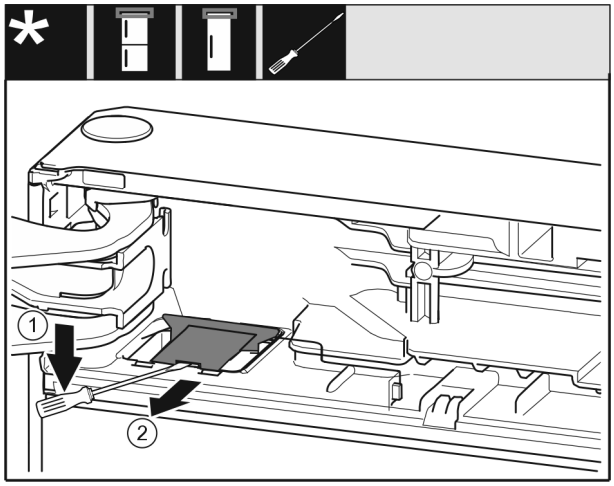

Fig. 12
▶ Atbrīvojiet pārsegu *Fig. 12 (1)* ar plakano skrūvgriezi.
▶ Izņemiet pārsegu *Fig. 12 (2)*.